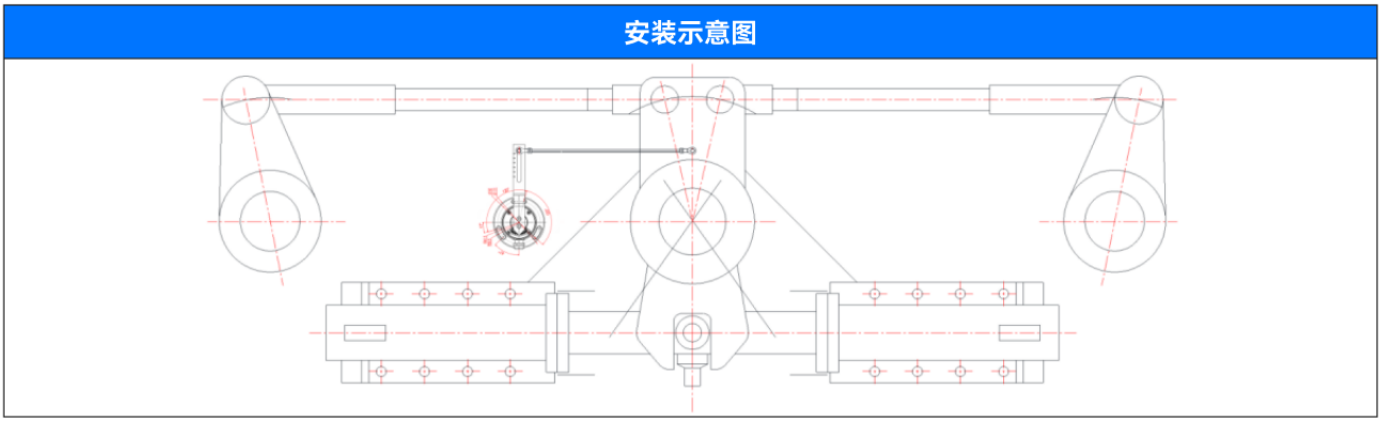

图4.6
2. 拨叉式舵机舵角反馈器的安装：拨叉式舵机舵角反馈器适合安装在舵杆的左右侧，请根据舵机舱的具体布局以及位置空间调整。先将舵打直，舵角保持在中位，参照图4.6，舵柄中心到反馈器中心的距离 AC=BD,长度=500MM左右,AB=CD 长度=150MM左右,形成一个平行四边形 ABCD，否则舵角反馈线性误差大，左右不对称。